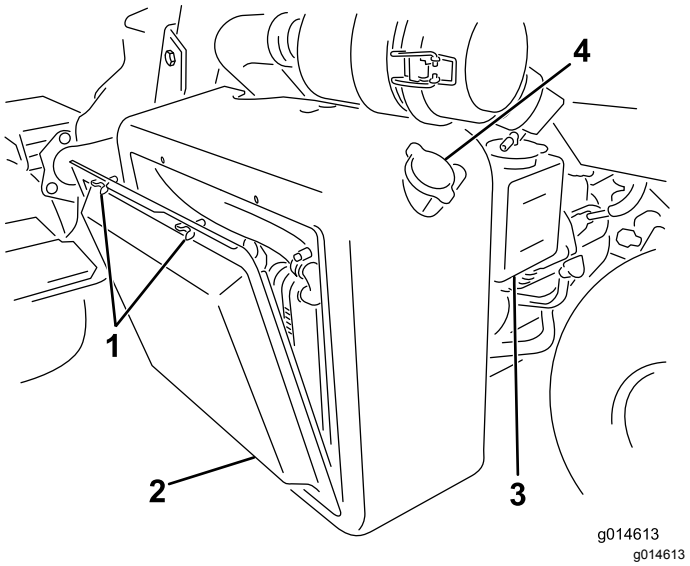
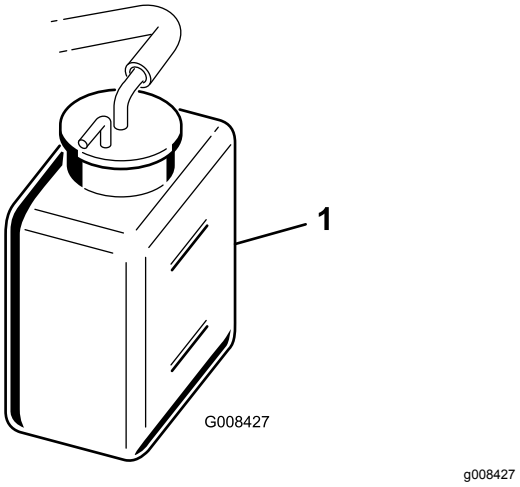

Figur 38
Figur 39
1. Ta bort kylargallret (Figur 38).
2. Kontrollera kylvätskenivån (Figur 38 och Figur 39).